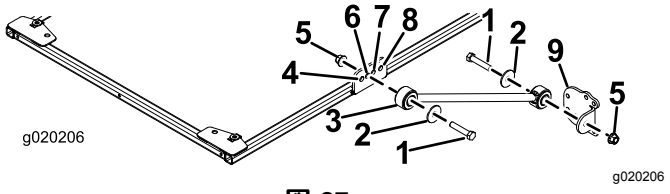

図 27
3. サンシェードのフレームの左右それぞれの側で、ブレースブラケットの2番目の穴にブレースを仮止めするボルト½ x 2½"、ワッシャ1/2"、フランジナット½"を使用して図 27のように取り付ける。
4. 各ブレースに、ブレースブラケットを仮止めするボルト½ x 2½"、ワッシャ½"、フランジナット½"を使用し、図 27のように取り付ける。